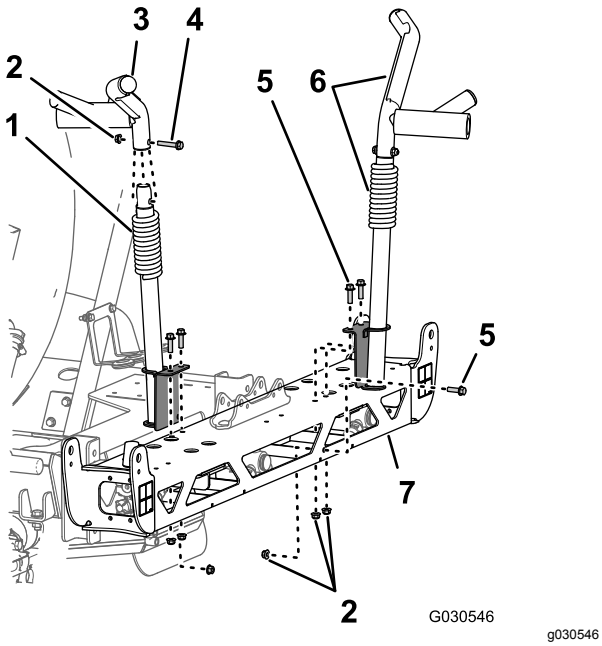

Figur 77
1. Ta bort flänsskruven (3/8 x 2 tum) och flänslåsmuttern (3/8 tum) på den vänstra sprutrampshållaren som håller fast den vänstra övre hållaren på den nedre hållaren (Figur 77).
2. Ta bort de tre flänsskruvar (3/8 x 2 tum) och de tre flänslåsmuttrar (3/8 tum) som fäster den vänstra nedre sprutrampshållaren på centersprutrampssektionens ram och ta bort hållaren (Figur 77).
3. På den högra hållaren tar du bort de vågräta och de två lodräta flänsskruvarna (3/8 x 1 1/4 tum) och de tre flänslåsmuttrarna (3/8 tum) som håller fast den högra sprutrampshållaren på centersprutrampssektionens ram (Figur 77).